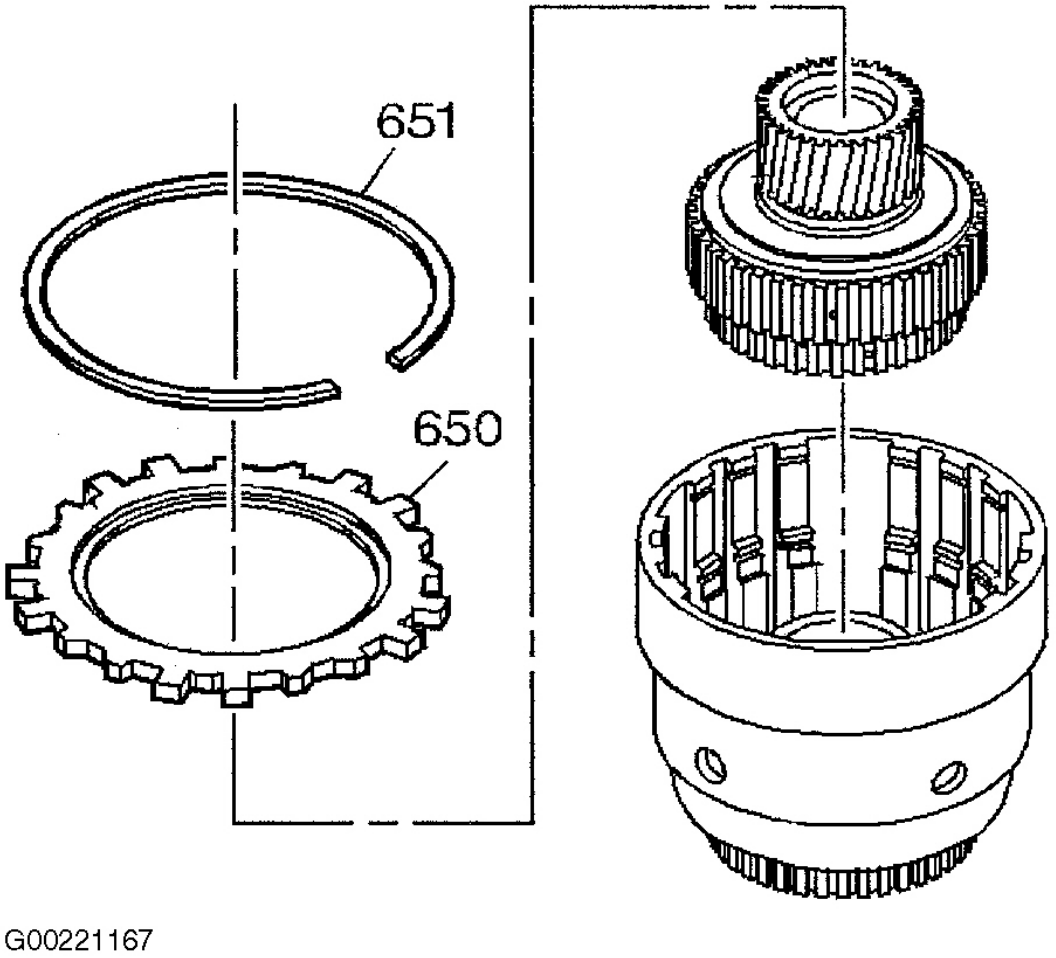

Fig. 42: Removing Forward Clutch Sprag Assembly
2. Remove the forward clutch backing plate retainer ring (651). Remove the forward clutch selective backing plate (650). Remove the forward clutch sprag assembly. See **Fig. 42** .